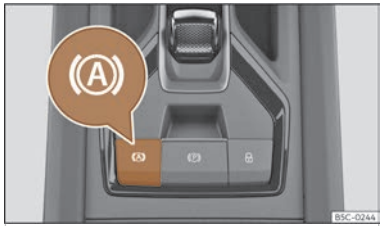

Fig. 157 Dans la partie inférieure de la console centrale : touche de fonction Auto Hold.
(A) Le témoin de la touche Ⓐ ››› **fig. 157** reste allumé tant que la fonction Auto Hold est active.